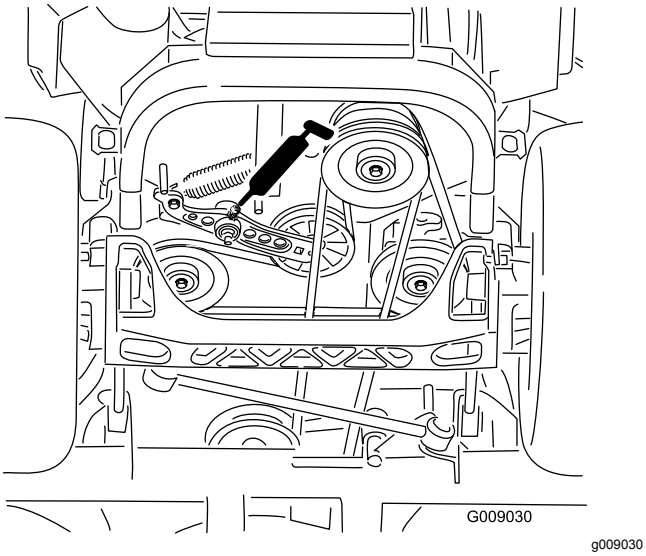

Figuur 52
4. Smeer de armen van de spanpoelie van de drijfriem (Figuur 52).